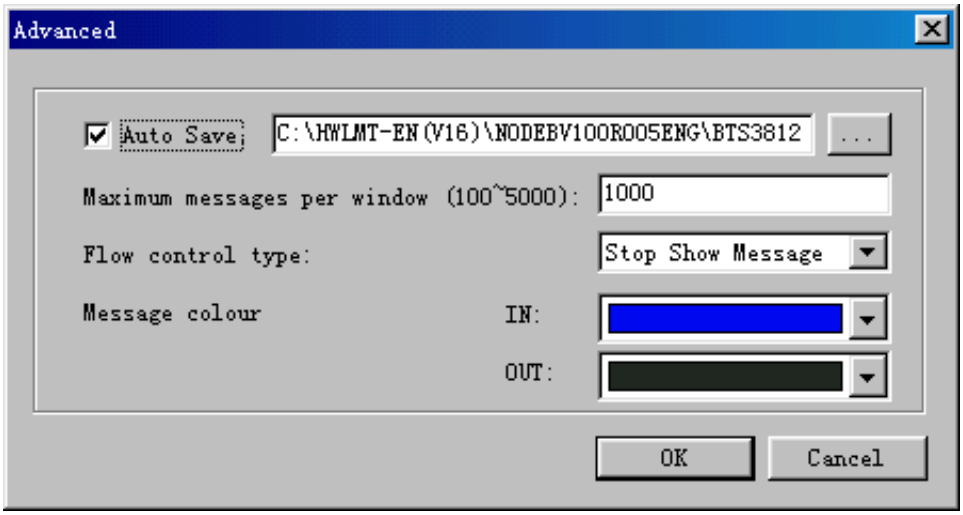

Figure 8-2 Advanced dialog box
The **Advanced** dialog box opens up as shown in Figure 8-2.
3) Select **Auto Save** in the **Advanced** dialog box as shown in Figure 8-2.